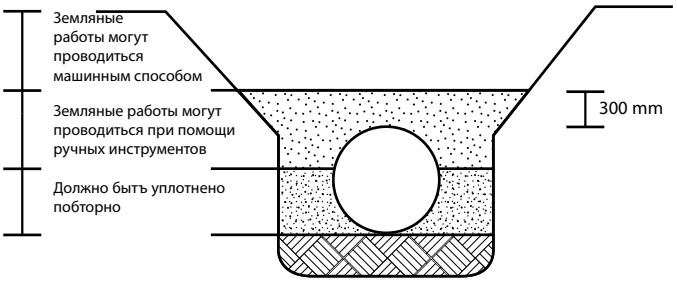

Рисунок 9-2. Проведение земляных работ при к корректировке чрезмерной деформации трубы
1. Раскопать участок с обеих сторон трубы на глубину приблизительно 85% диаметра трубы. Вынимать грунт следует по бокам трубы с помощью ручного инструмента, чтобы и збежать повреждения трубы тяжелым оборудованием (см. ***Рисунок 9-2***).